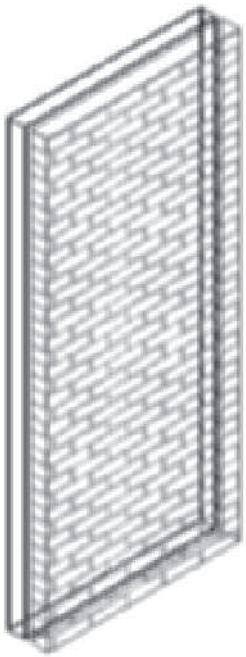

FIGURE 3.39 *Materials applied to the Brick component*
42. The material is assigned to the Brick component as shown in Figure 3.39. Save and close the drawing.